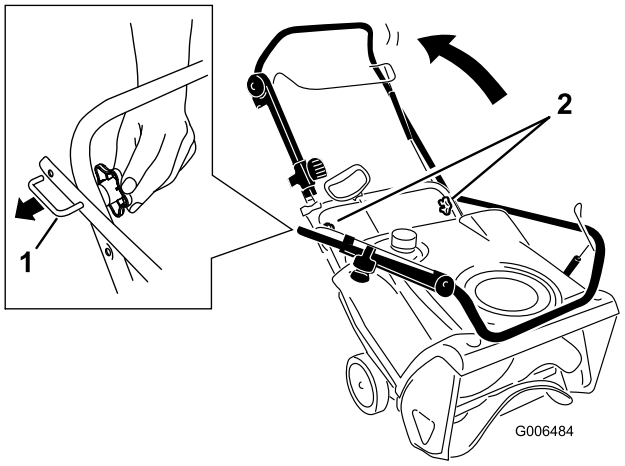

Figur 4
1. Løsne håndtaksknottene, trekk ut "U"-formet låsehåndtak helt til du kan bevege hendelen fritt, og roter håndtaket til førerplassen (Figur 4).